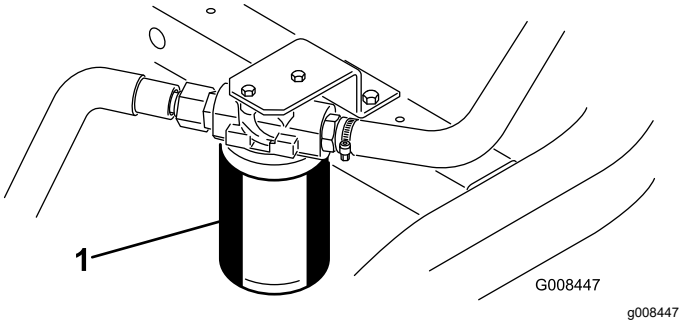

Rysunek 50
1. Wyczyścić obszar wokół mocowania filtra (Rysunek 50). Umieścić miskę pod filtrem i usunąć filtr.